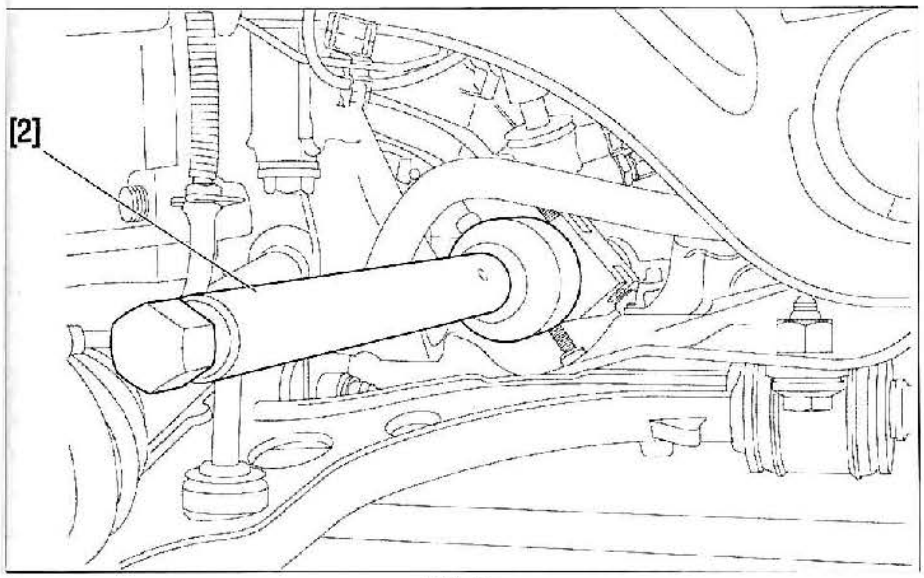

FIG. 12
• Desmontar la bieleta de dirección con el útil [2] (llave ref. 0721.A) **(fig. 12)**.